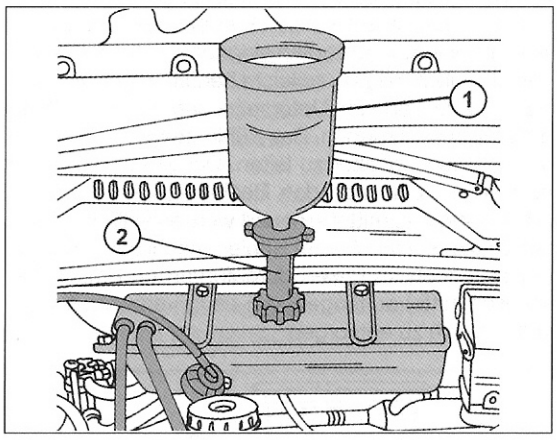

Bild 155
- Wie bereits erwähnt, wird in einer Werkstatt ein Befüllgefäß benutzt. Dieses hat das in Bild 155 gezeigte Aussehen und wird anstelle der Verschlusskappe des Ausgleichsbehälters aufgeschraubt. Das Bild zeigt natürlich die spezielle Anschlussverbindung (2) und das Gefäß (1), wie es in der Werkstatt benutzt wird. Aus einer oben und unten aufgeschnittenen Plastikflasche und einer dichtenden Verbindung zwischen der Flasche und der Einfüllöffnung kann man sich jedoch ein hausgemachtes Befüllgefäß ohne weiteres herstellen. Ein Helfer sollte die Behelfsvorrichtung jedoch während dem Einfüllen des Frostschutzmittels halten.